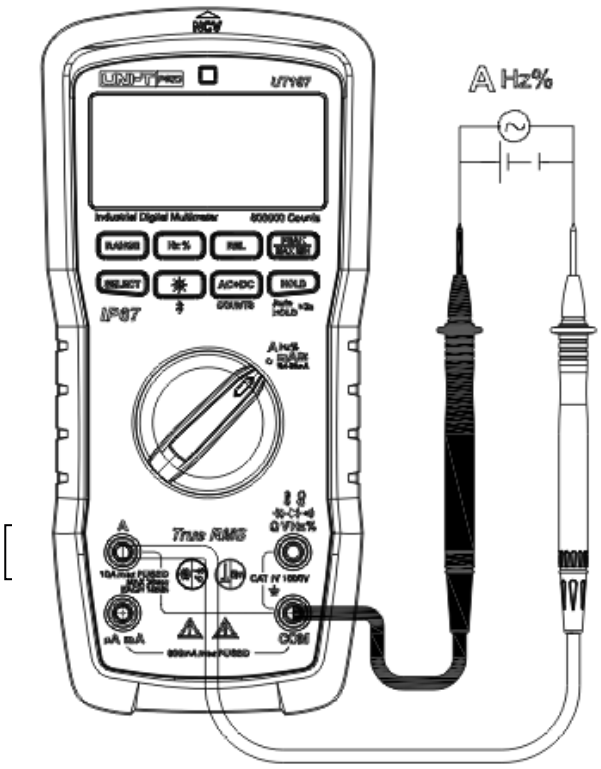

Figura 14
11. Medición de A de AC/DC （Figura 14）